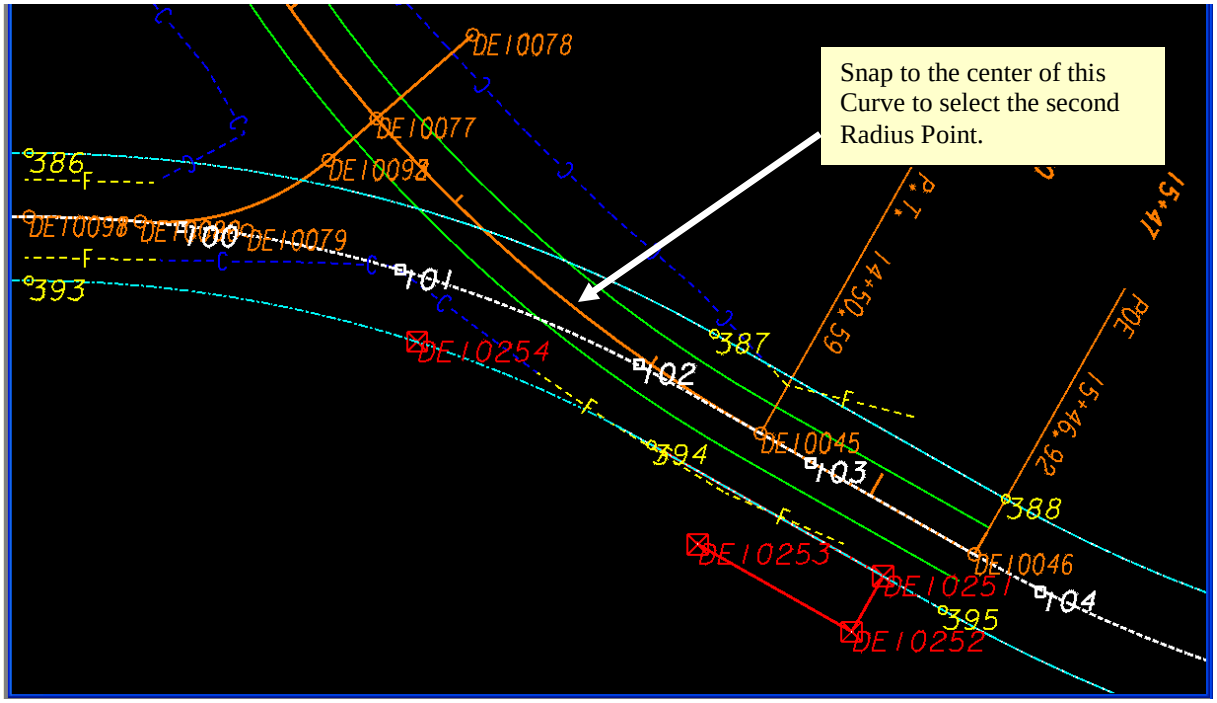
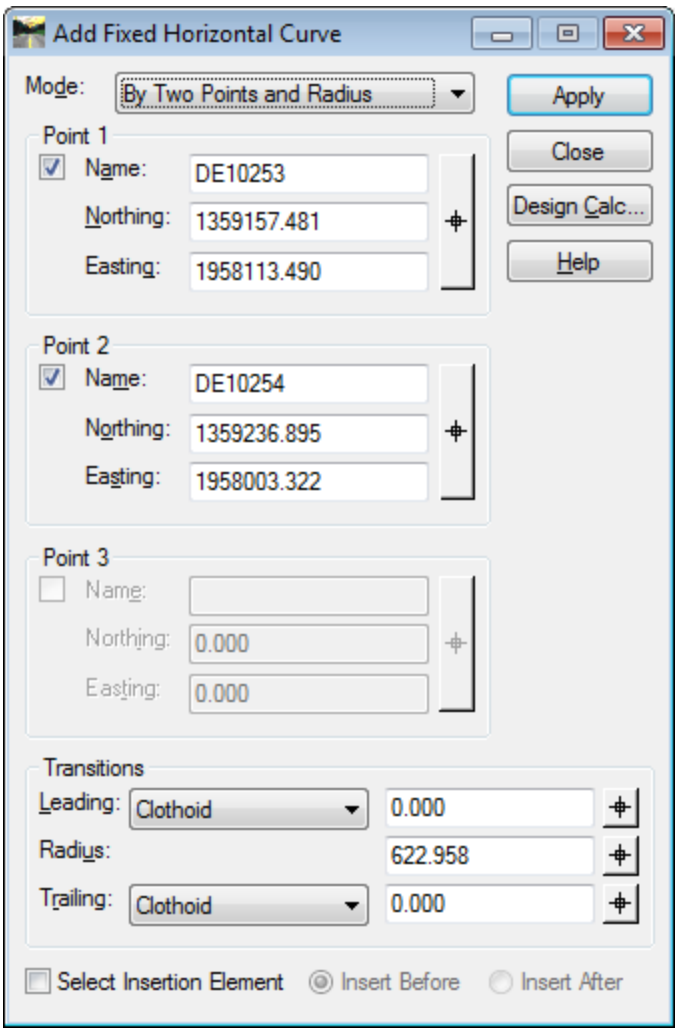

Figure L12-83 MicroStation View
Figure L12-84 Add Fixed Horizontal Curve
76.	**Define the Radius** • In the **Add Fixed Horizontal Curve** dialog, click the **Locate** button next to the **Radius:** entry field. • Notice in the bottom right corner of the MicroStation window you are prompted to > **Identify first radius point**. • Left click on Point **DE10253**. • Notice in the bottom right corner of the MicroStation window you are prompted to > **Identify second radius point**. • Change the MicroStation snap mode to **Center** by clicking the snap icon ( ) near the bottom center of the MicroStation window and selecting Center from the pop-up window. • Using the MicroStation snap procedure, tentative snap to the center of the Curve identified in *Figure L12-83*. • If snapped properly the message > **Radius from 'DE10253' to 'DE10044': 622.958** will appear in the bottom middle of the MicroStation window. • Left click in the MicroStation window to accept the tentative snap location and return to the **Add Fixed Horizontal Curve** dialog. • Ensure your entries match those shown in *Figure L12-84*.